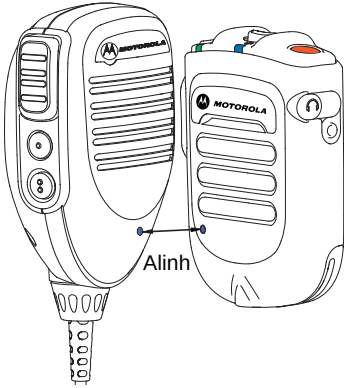

Figura 2.10: Emparelhar o WRSM
2. Coloque o ponto azul (ponto de emparelhamento seguro) do WRSM a 2,5 cm do ponto azul (ponto de emparelhamento seguro) da gateway de microfone móvel. Consulte a Figura 2.10.